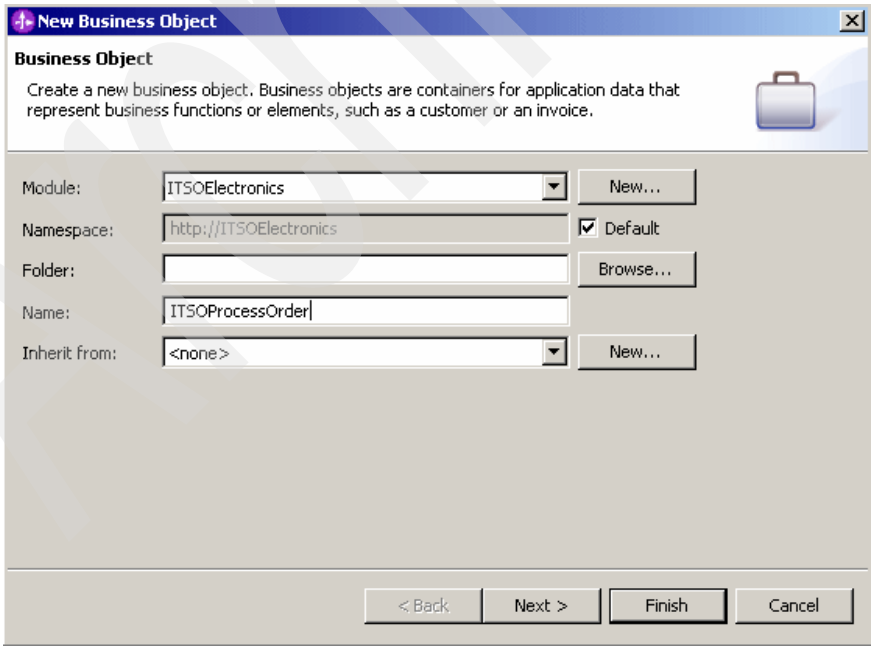

Figure 10-15 New Business Object panel
b. In the New Business Object window (Figure 10-15), complete these tasks: